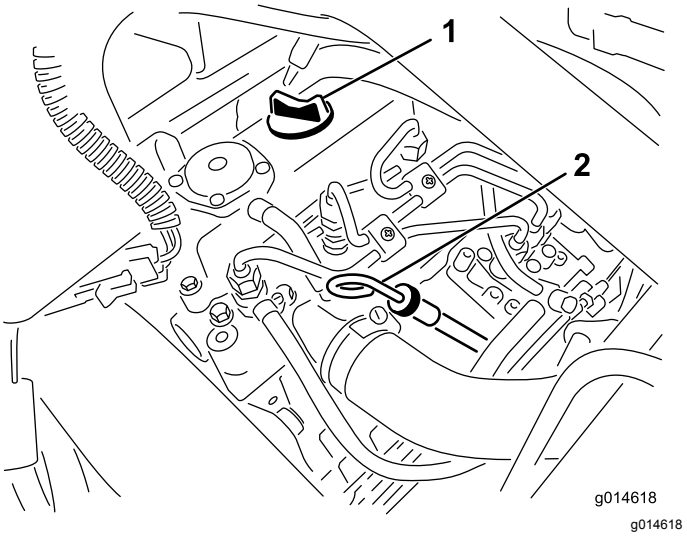

Figuur 28
2. Verwijder de peilstok en veeg deze af met een schone doek (Figuur 28).